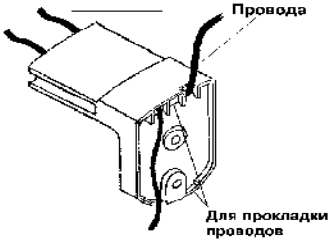

Рисунок 28
2. Удалите в кронштейне заглушки, которые будут использоваться для прокладки проводов. Провода пропустите через каналы кронштейна и закрепите кронштейн в выбранном месте на стене (рисунок 28).